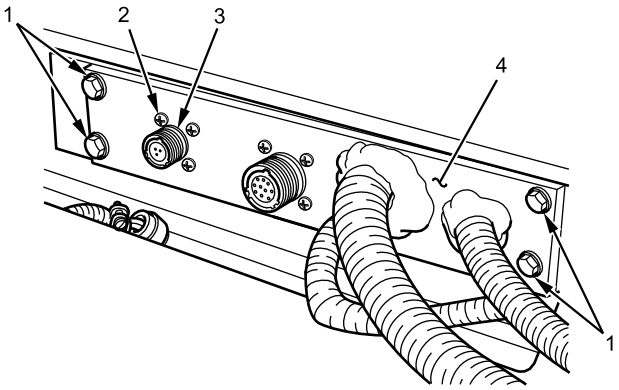

Figure 12. Roof Pass-Through Cover Plate.
9. Position clearance lights connector (Figure 12, Item 3) and install four screws (Figure 12, Item 2) and nuts (hidden from view) on pass-through cover plate clearance lights connector (Figure 12, Item 3).
10. Apply sealing compound on cover plate (Figure 12, Item 4).
11. Install pass-through cover plate (Figure 12, Item 4) with four bolts (Figure 12, Item 1) and tighten securely.